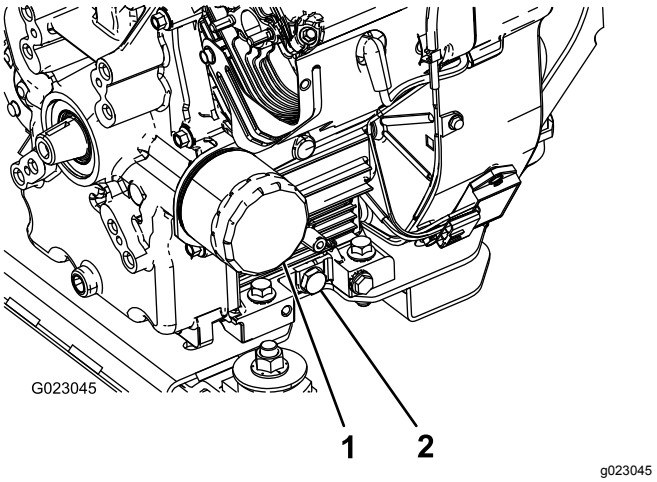

Figur 43
5. Fjern aftapningsproppen (Figur 43).
2. Fjern oliefilteret (Figur 43).
5. Monter det nye oliefilter på filteradapteren. Drej oliefilteret med uret, indtil gummipakningen berører filteradapteren. Spænd derefter filteret yderligere 1/2 omgang (Figur 43).